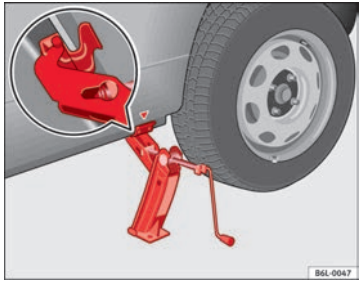

Fig. 141 Fitting the jack
– Align the jack so that the arm of the jack fits around the rib under the door sill and the movable base plate of the jack is flat on the ground ⇒ Fig. 141.